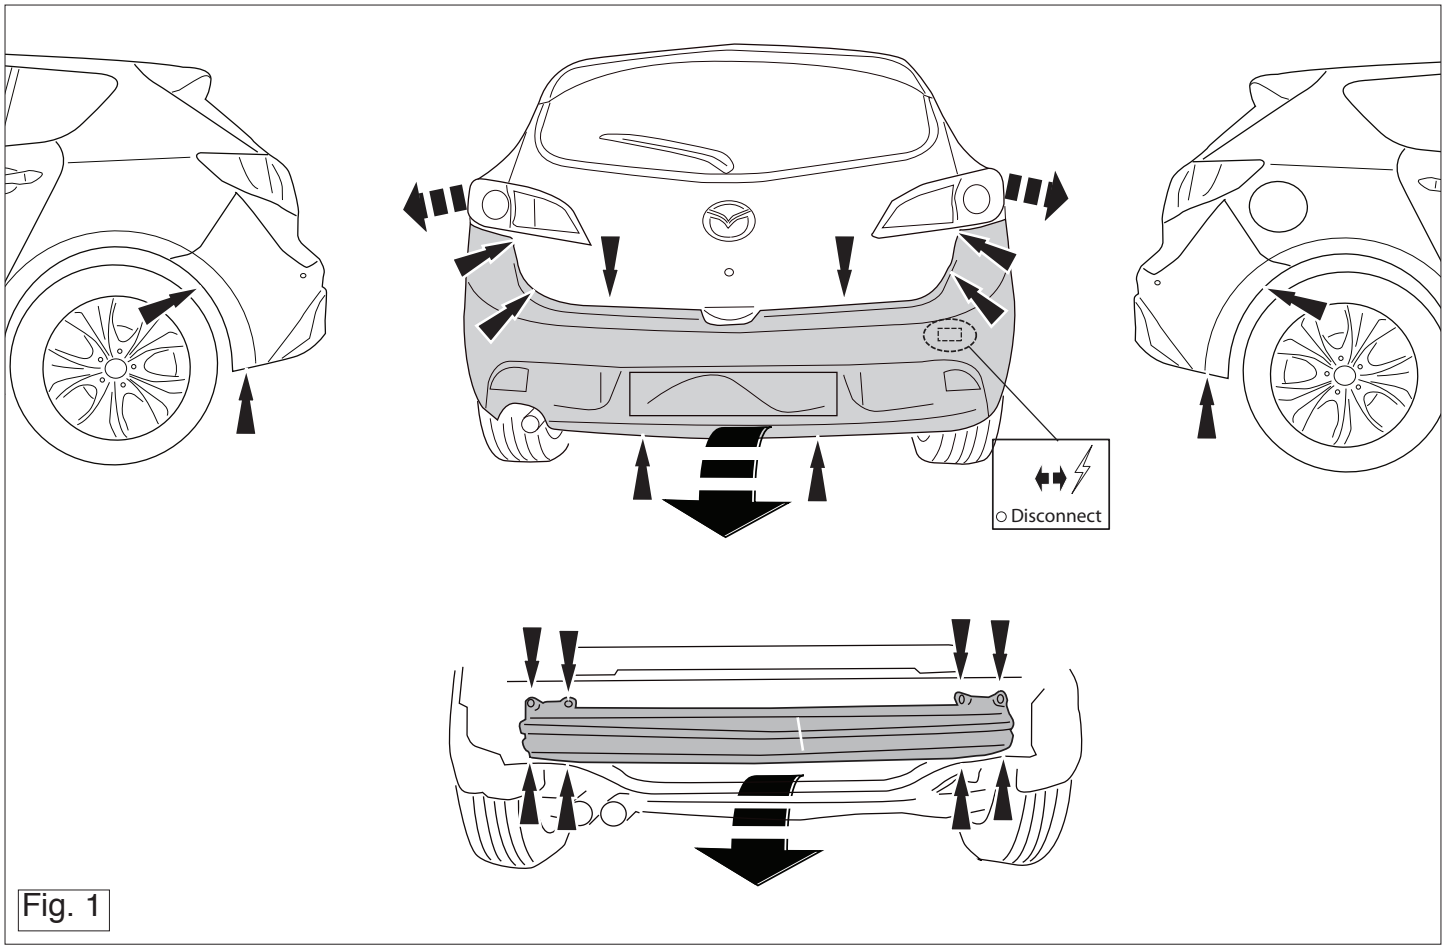

Fig. 1
2. Remove bumper (Torx head screws around each wheel arch, along lower edge of rear panel, beneath each light cluster (light cluster must be removed). and the steel buffer beam from the vehicle. The buffer beam will no longer be needed. Replace the nuts. See figure 1,
2. Die Stoßstange einschließlich des stählernen Stoßbalkens vom Fahrzeug abmontieren. Der Stoßbalken wird nicht mehr benötigt. Die Muttern wieder anbringen. Siehe Abbildung 1,
2. Déposer le pare-chocs du véhicule y compris la traverse en acier ; la traverse ne sera plus utilisée. Remettre les boulons de fixations en place.Voir la figure 1.